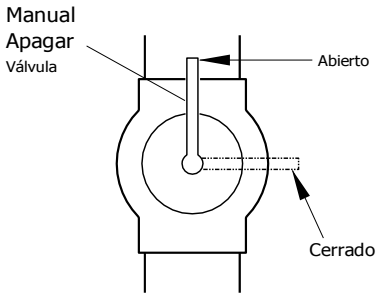

Figura 5.9 - Válvula de cierre manual
1. Cierre la válvula de cierre manual (vea la Figura 5.9).
1. Abra la válvula de cierre manual (vea la Figura 5.9).